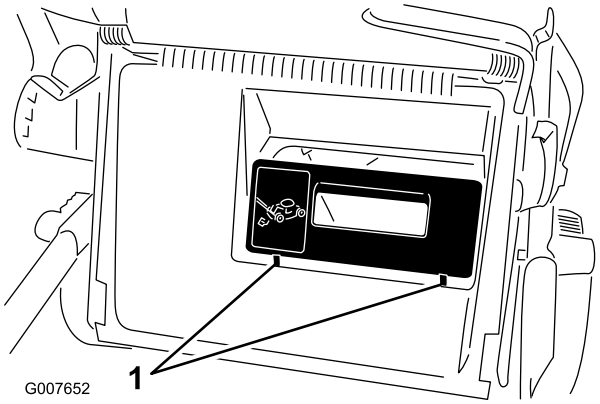
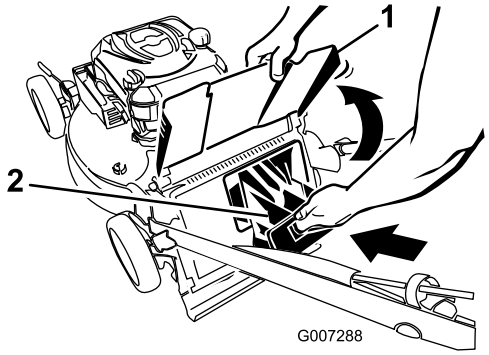

**Figura 25**
**Figura 26**
**Importante: Verificate che il coperchio di scarico posteriore sia posizionato correttamente. Sollevate il deflettore di scarico e individuate le 2 linguette situate davanti al coperchio di scarico (Figura 25). Se non le trovate, spingete con forza il coperchio fino bloccarlo in posizione (Figura 26).**